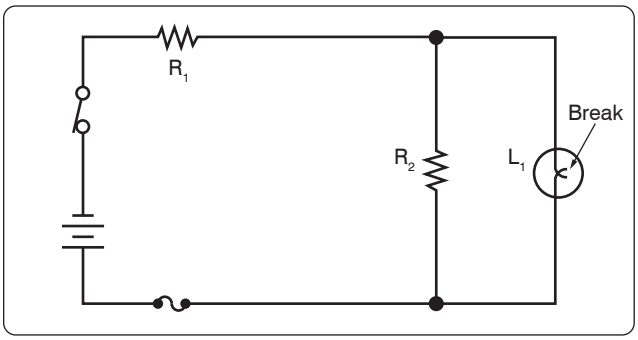

Figure 12-189. *An open lamp in a series-parallel circuit.*
3. If the open occurs in the branch containing the lamp, as shown in *Figure 12-189*, the circuit continues to function with increased resistance and decreased current, but the lamp does not light.